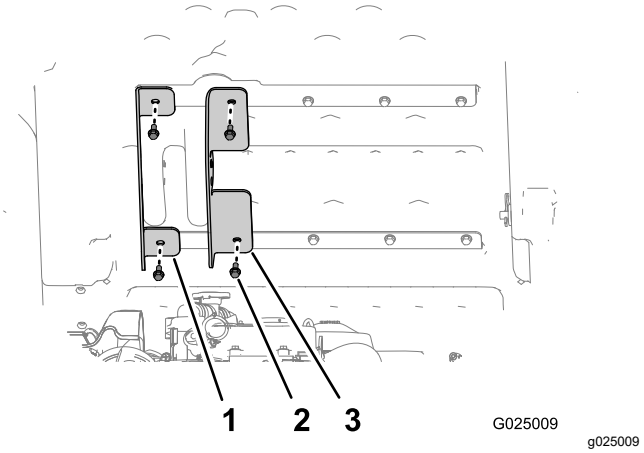

Figur 5
3. Rikta in det yttre, vänstra lyftfästet (fästet med korta flänsar) mot de yttre hålen i de övre och nedre flakstöden (Figur 5).
4. Fäst det yttre lyftfästet på flaket med hjälp av de två skruvar som du tog bort i steg 1, och dra åt skruvarna för hand (Figur 5).
5. Rikta in det inre lyftfästet (fästet med långa flänsar) mot de inre hålen i de övre och nedre flakstöden (Figur 5).
6. Fäst det inre lyftfästet på flaket med hjälp av de två skruvar som du tog bort i steg 2, och dra åt skruvarna för hand (Figur 5).
9. Dra åt de fyra skruvarna (5/16 x ¾ tum) som fäster de inre och yttre lyftfästena på flaket (Figur 5) till 15–16,6 N·m.